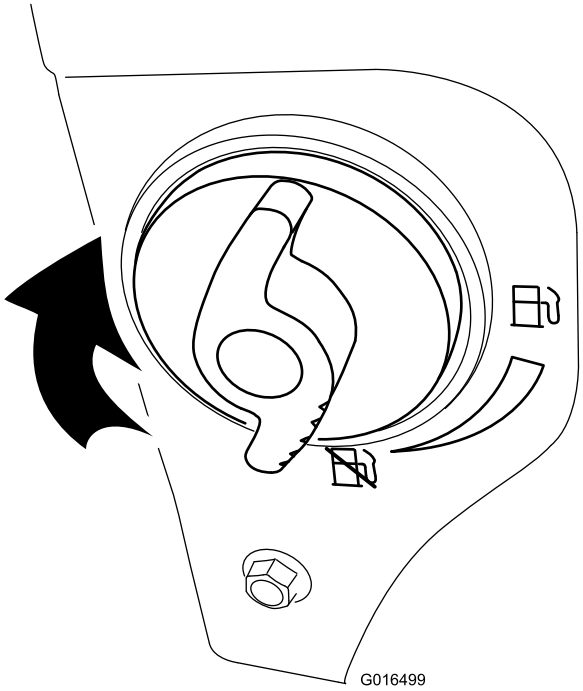

Figur 32
4. Steng drivstoffavstengningsventilen ved å rotere den med klokken (Figur 32).